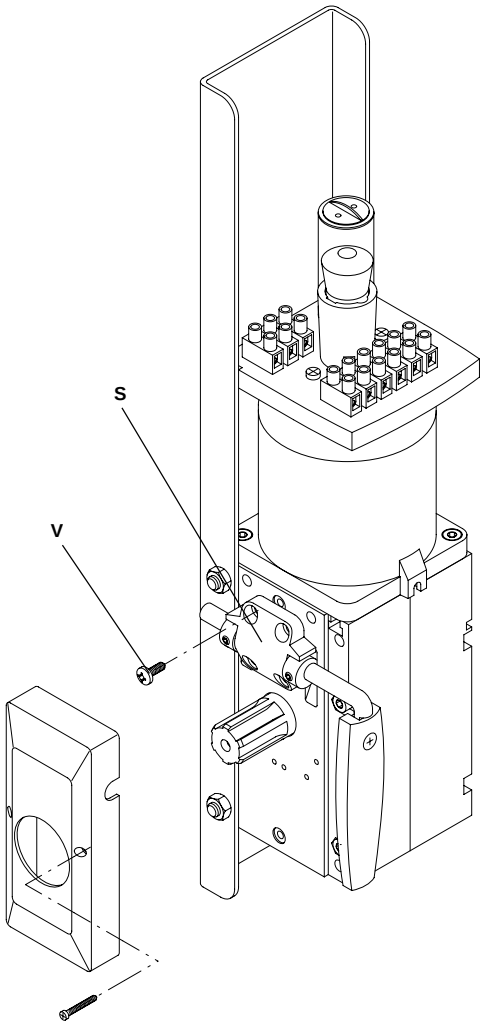

Fig.14
- Togliere il supporto S svitando le 4 viti V (fig. 14).
- **Remove the support S unscrewing the 4 screws (fig. 14).**
- *Die Stütze S nehmen aufschraubend die 4 Schrauben (Bild 14).*
- ***Enlever le support S en dévissant les 4 vis (fig. 14).***